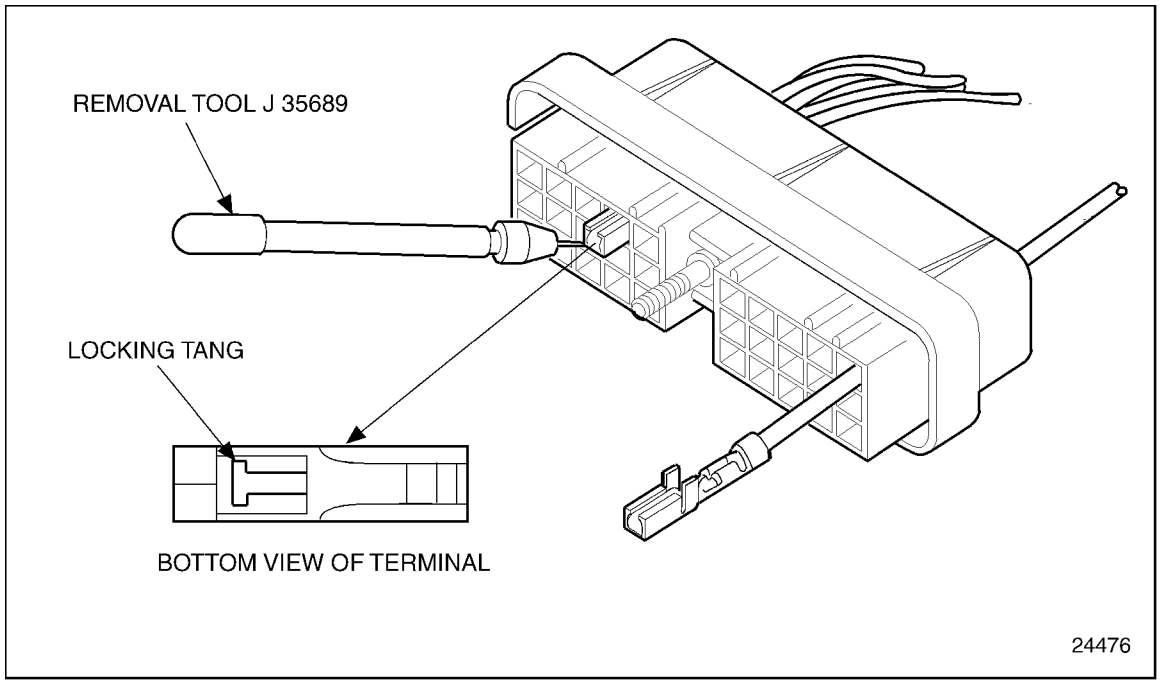

Figure 8-31 Terminal Removal
1. Insert the removal tool into the cavity of the connector, placing the tip of the tool between the locking tang of the terminal and the wall of the cavity. See Figure 8-31.